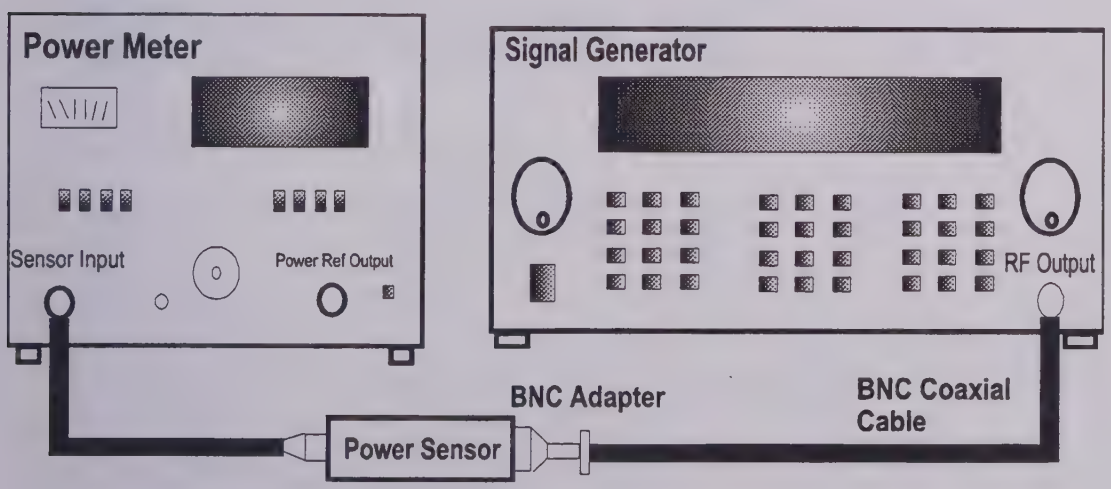

Figure 5-11 : Power Meter Equipment Setup
- Disconnect the coaxial cable from the 4962-9 adapter. Connect the test equipment as shown in Figure 5-11.